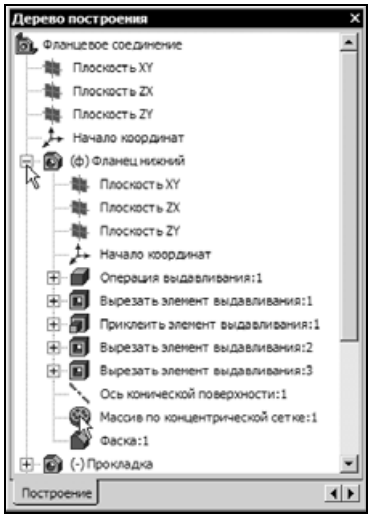

Рис. 8.150
- На панели свойств нажмите кнопку **Исходный массив**. В дереве построения раскройте ветвь компонента **Фланец нижний** и укажите элемент **Массив по концентрической сетке:1** (рис. 8.150).